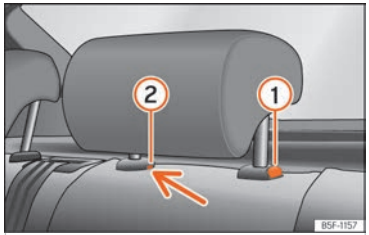

Fig. 71 Apoyacabezas trasero: desmontaje.
- Pulse la tecla ››› fig. 71 (1), apretando a la vez por el orificio del seguro (2) con un destornillador plano de máximo 5 mm de anchura y retire el apoyacabezas.